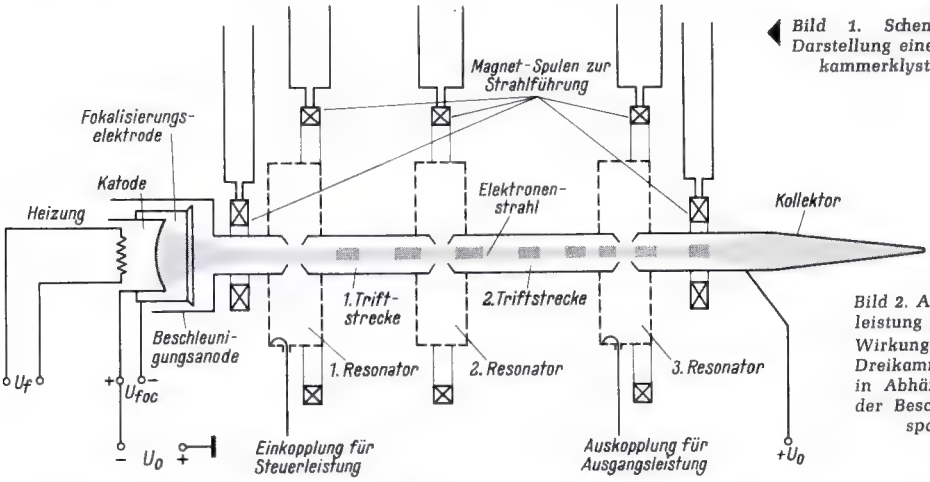

Bild 1. Schematische Darstellung eines Dreikammerklystrons
*Bild 1* zeigt den prinzipiellen Aufbau eines Dreikammerklystrons, bestehend aus einem Elektronenstrahlsystem, drei Resonanzkreisen, die durch zwei feldfreie Triftstrecken miteinander verbunden sind, sowie einem Kollektor zum Auffangen des Elektronenstromes. Zwei Koppelelemente dienen zur Ein- bzw. Auskopplung von Steuer- und Ausgangsleistung.